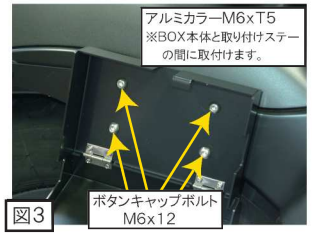

図3
3. BOX本体を取付けステーにボタンキャップボルトM6x12・アルミカラーM6xT5で取り付けます。（図3参照）